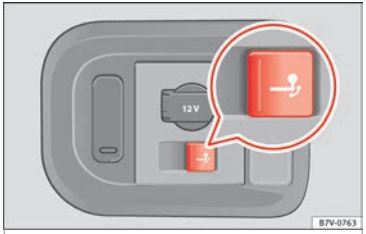

Fig. 153 Right-hand side of the luggage compartment: button to electrically release the tow hitch ball
- Press the knob briefly ››› **Fig. 153**. The tow ball is released electronically and folds out automatically; the button indicator will blink.
- Press the knob briefly ››› **Fig. 153**. The tow ball is electronically released; the indicator blinks.